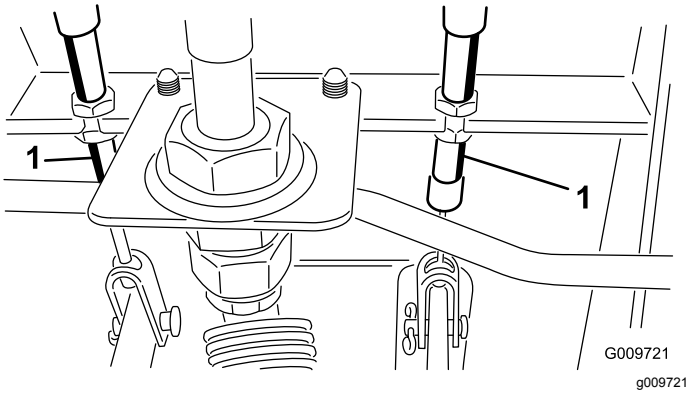

Figur 75
A. Løsn den forreste møtrik på bremsekablets gevind-ende (Figur 75).